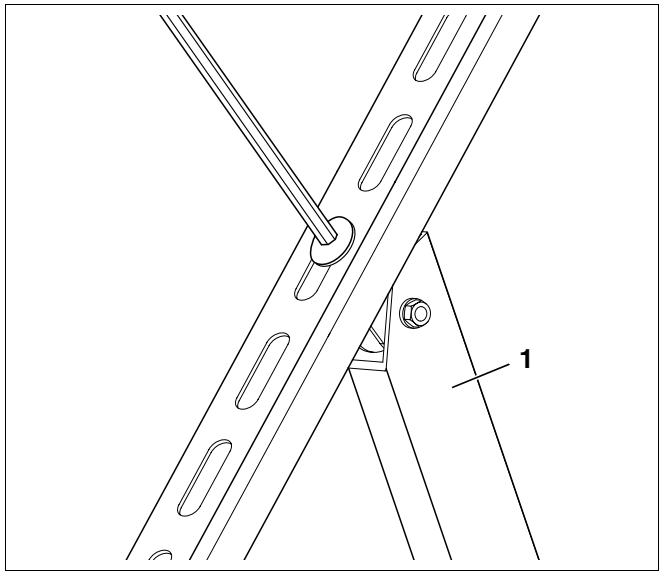
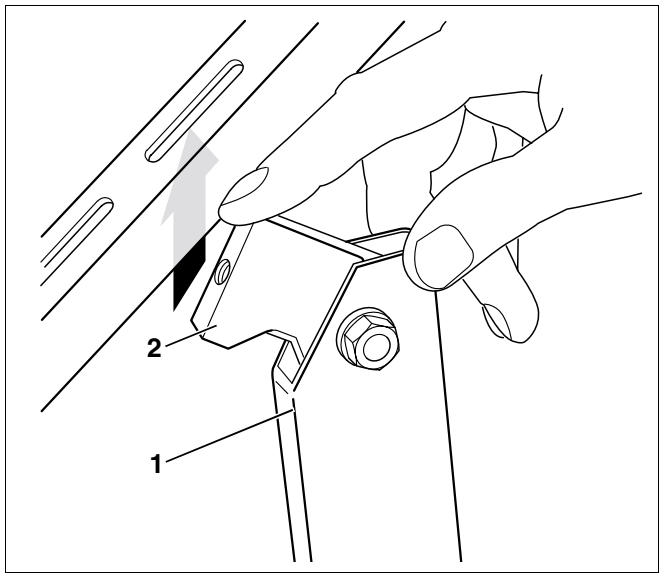

Afb. 18 Steunen van de collectorsteun afschroeven
Afb. 19 Steunen in de nieuwe positie van de lange bevestigingsopening plaatsen
- Demonteer de steunen (afb. 18, **pos. 1**) met het bovenste stuk (afb. 19, **pos. 2**) met behulp van de schroeven met bolle kop van de collectorsteun.
- Plaats de steunen (afb. 19, **pos. 1**) in de nieuwe positie van de lange bevestigingsopening.